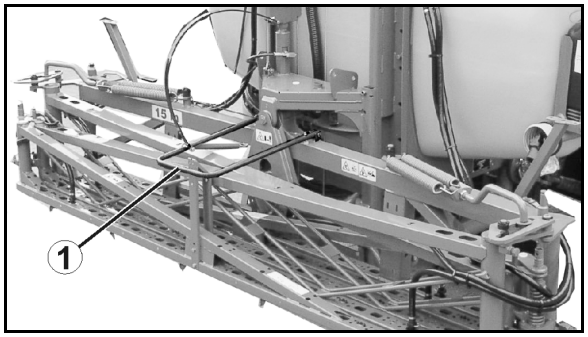

図 9
- 置いてある機械の転倒を防ぐための左右のパーキングサポート (図 9)